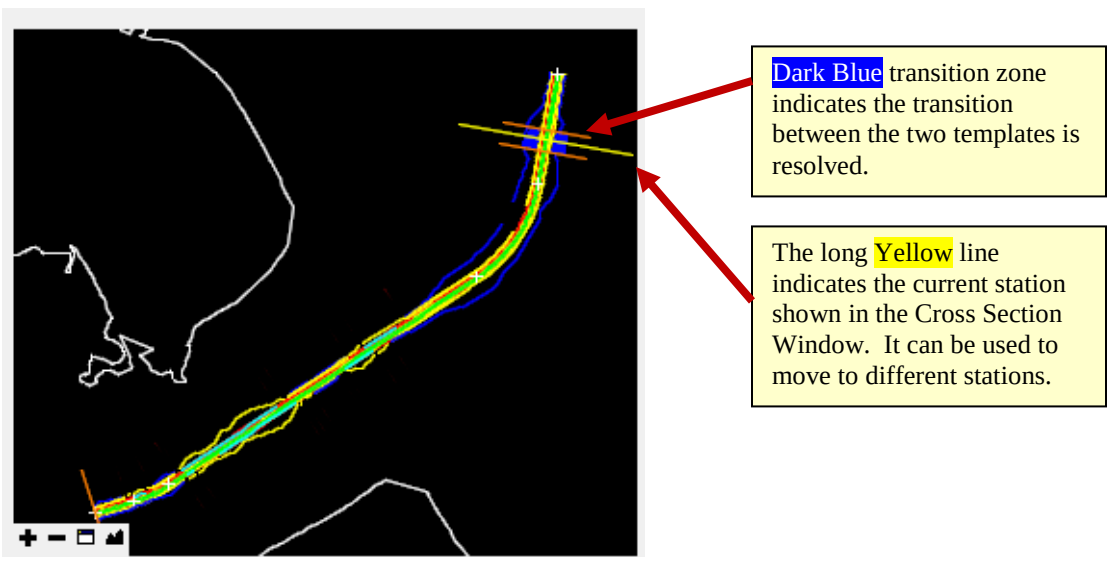

Figure L8-24 Roadway Designer – Plan View
36.	**The Plan View shown in *Figure L8-24* now shows a Dark Blue transition zone. As stated earlier a Dark Blue transition zone indicates the transition between the two templates has been accounted for. The long Yellow line in the transition zone indicates the current station in the cross section window and can be dragged to any station.** • Left click on the Yellow line (in the Plan Window) and drag it to another station. Notice the Cross Section Window goes to the Station where the yellow line is. • The same function is available with the long Yellow line in the Profile Window. Drag the Yellow line in the Profile Window to see how it changes the Station in the Cross Section Window. • Take a moment to look at Stations **51+72.00** to **53+22.00** and review the transition we just defined.